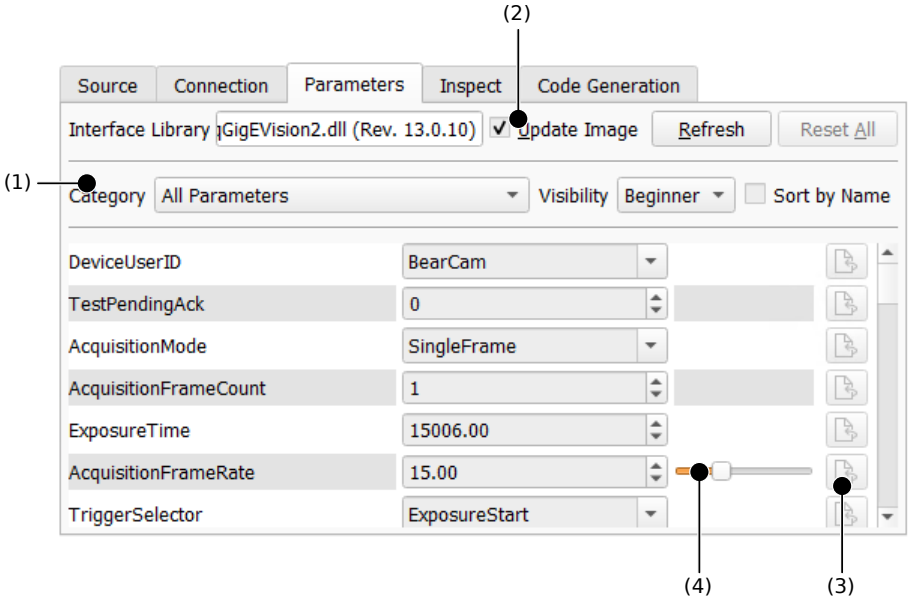

Figure 3.7: Device-specific parameters (example).
The tab card `Parameters` contains a list of parameters specific to the selected device. It becomes available once the connection to the device has been activated. See figure 3.7 for an example parameter list. The range of parameters can be limited by category and visibility (1). Please refer to the HTML page of the selected interface for detailed information. You can click the help button of the assistant to get to the corresponding page automatically.